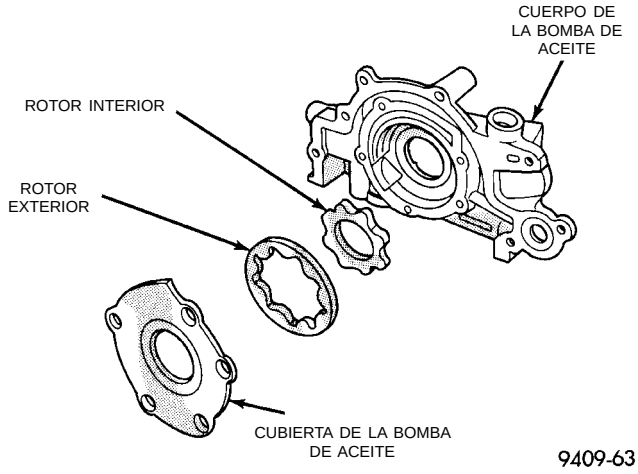

Fig. 90 Bomba de aceite
(4) Retire los tornillos de la cubierta de la bomba de aceite y levante la tapa.
(5) Retire los rotores de la bomba.
(6) Lave todas las piezas con un solvente adecuado e inspeccione con detenimiento si existen averías o desgaste (Fig. 90).